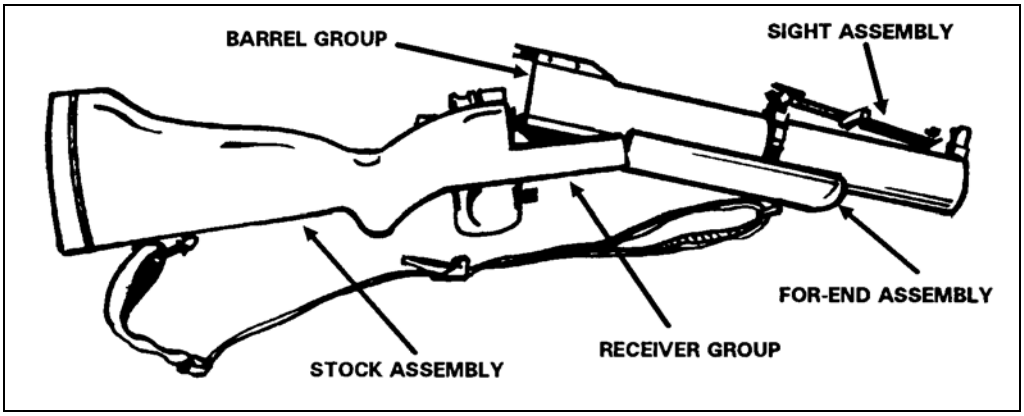
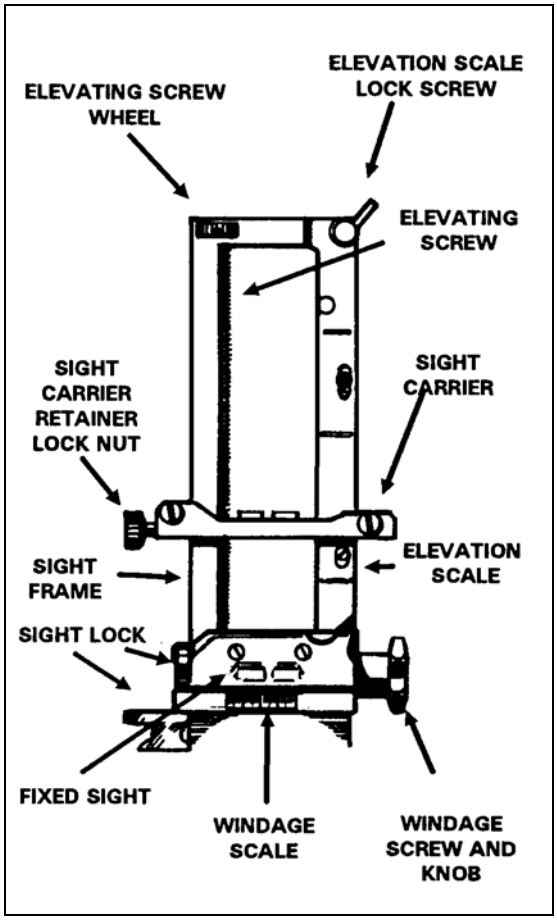

Figure A-2. Relationship of components.
Figure A-3. Rear sight.
The major components of the 40-mm grenade launcher are shown in Figure A-2. The front and rear sights, the safety, the trigger and trigger guard detent assembly, and the barrel locking latch and lever are shown in Figures A-3 through A-8.
a. **Rear Sight Assembly**. Figure A-3 shows the adjustable rear sight assembly, which consists of a rear sight lock, a windage screw and scale, an elevation scale and lock screw, a sight carrier and retainer locknut, an elevating screw wheel and elevating screw, and a rear sight frame with fixed leaf sight. To align the rear sight with the front sight, adjust the ladder on the rear sight.